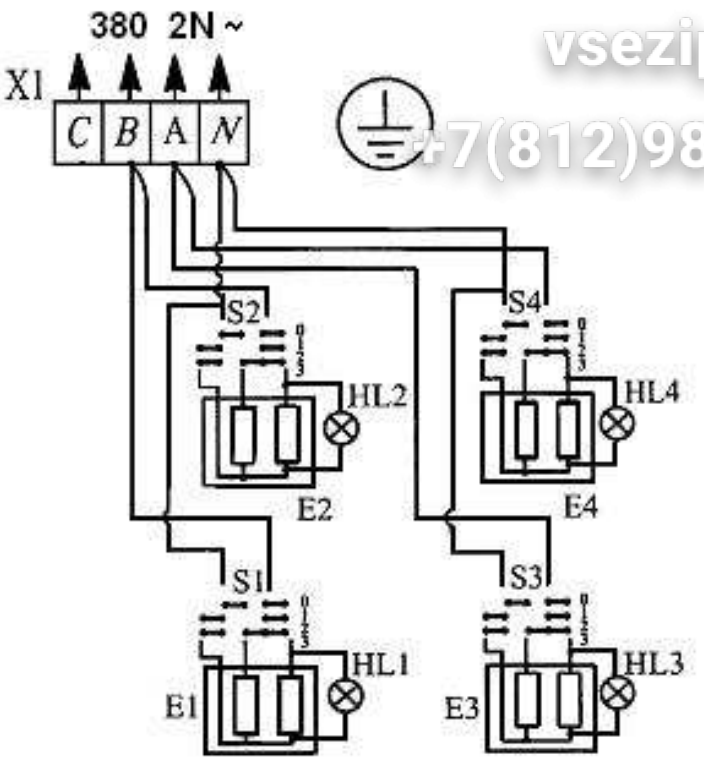

Рис.4
6.9 Соединить провода подводящего кабеля с зажимами клеммного блока в соответствии с маркировкой на блоке и заземлить плиту отдельным проводом (см. схему электрическую, принципиальную, рис.4).